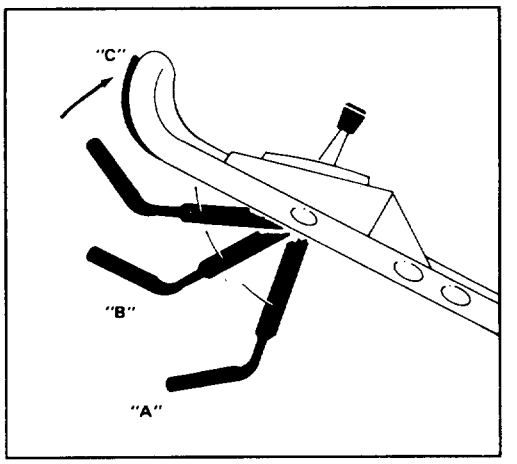

Figure 10
4. BLADE OPERATION (Fig. 10)—Move control bar down to "A" and raise to "B" to engage blade. Squeeze control bar against handle "C" when mowing.